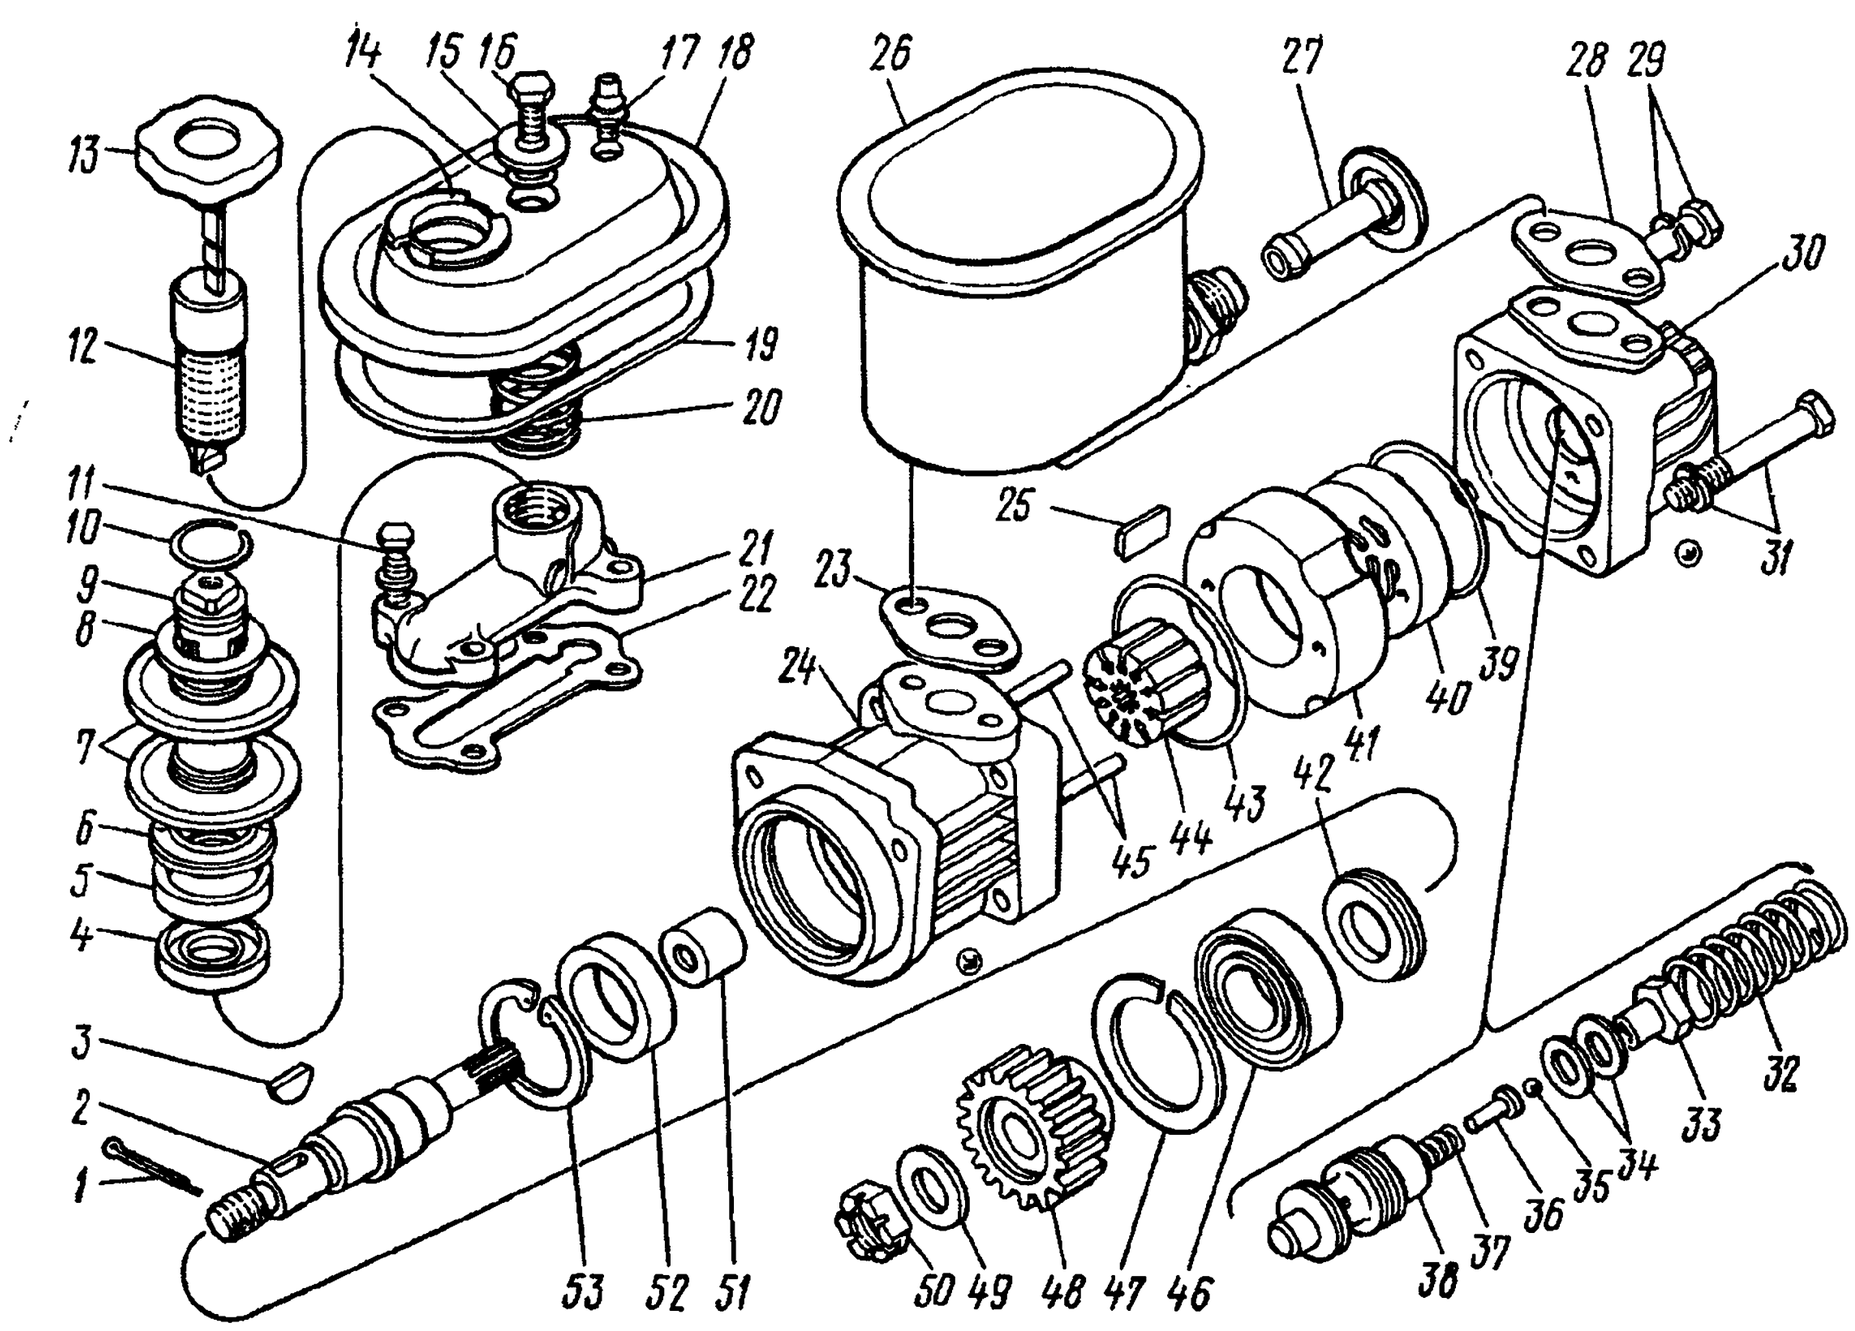

Рис. 242. Насос гидроусилителя руля:
2. Выверните болт *16* (рис. 242), снимите шайбу *15*, уплотнительное кольцо *14*, крышку *18*, прокладку *19*, пробку *13* заливной горловины, фильтр *12*, выверните клапан *17*	Ключ 13 мм
19. Наденьте на вал *2* (см. рис. 242) маслоотгонное кольцо *42* и напрессуйте подшипник *46*	Молоток, оправка